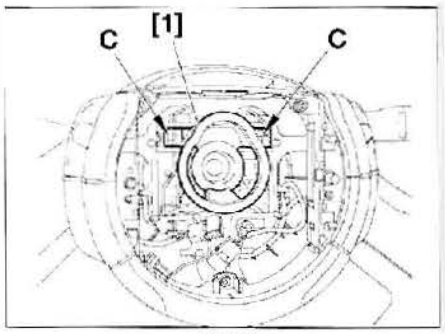

FIG. 4
• Clipear el útil [1] en "C" en el volante de dirección de mandos centrales fijos (fig. 4).